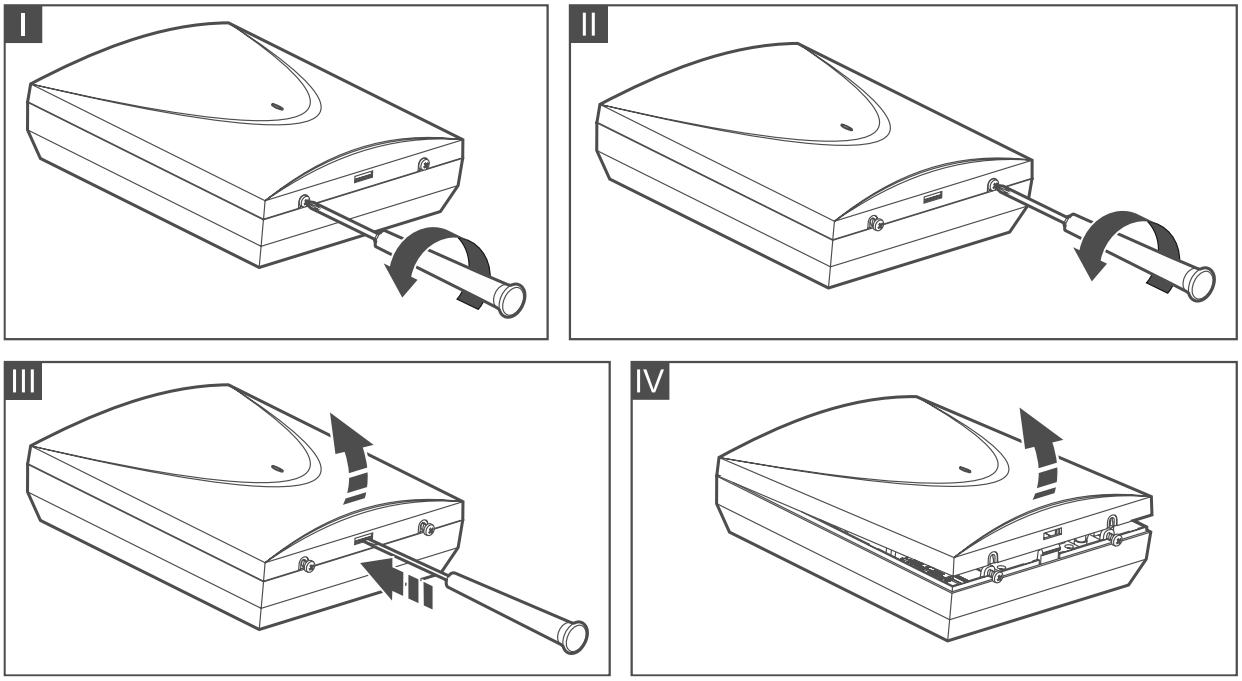

Rys. 12. Otwieranie obudowy OPU-2B.
1. Poluzuj wkręty blokujące pokrywę i zdejmij pokrywę obudowy (rys. 12).